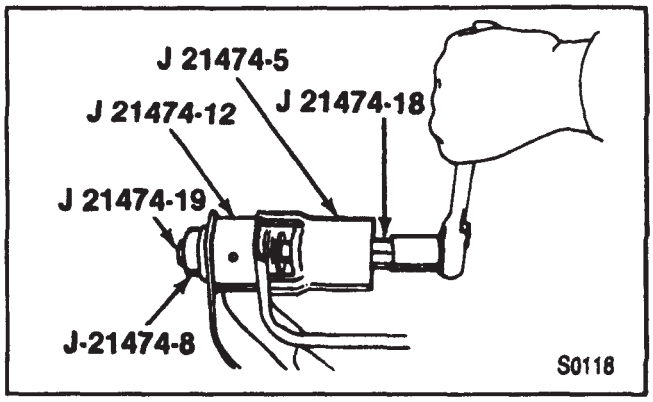

Figure 33—Removing the Lower Control Arm Rear Bushing
- Install J 21474-5,-18,-19, and -23 plus J 22222-5 (figure 33).
1. Lower control arm (40).
- Place the lower control arm (40) in a vise.
2. Rear bushing (75).
- Install J 21474-5,-8,-12,-18, and -19 (figure 33).
- Tighten until the rear bushing (75) comes free.
1. Shock absorber (91) to the bracket (97).
- Fit the bolts (94 and 96) in the direction shown (figure 33).